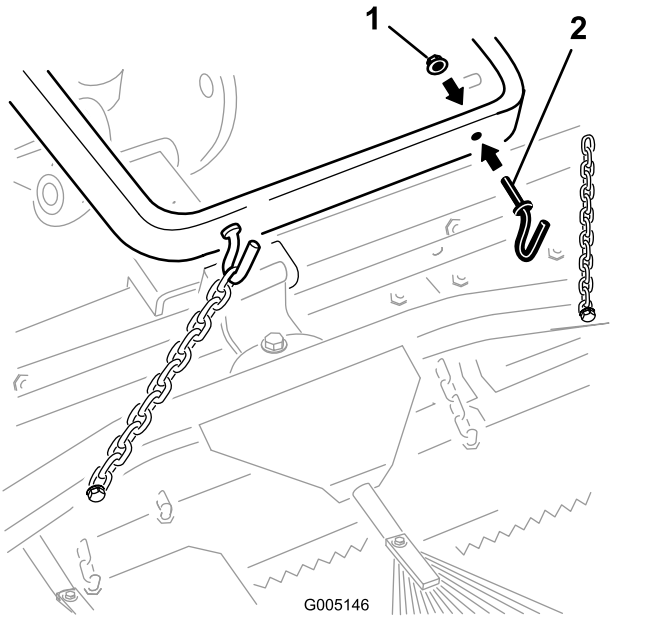

Figura 5
A. Montate 2 ganci sulla parte posteriore del braccio di sollevamento con 2 dadi (⅜") (Figura 5). Fissare le catene ai ganci alla lunghezza desiderata.